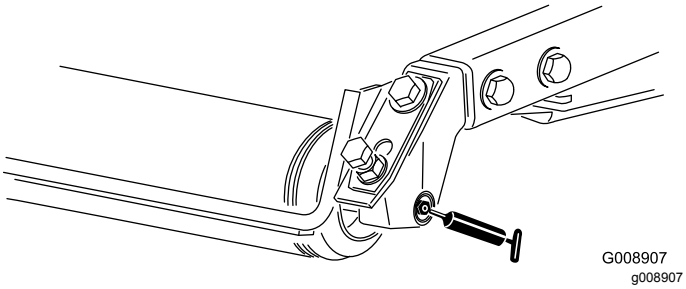

Figur 56
- Bakre rullager (2 per klippenhet) (Figur 56)